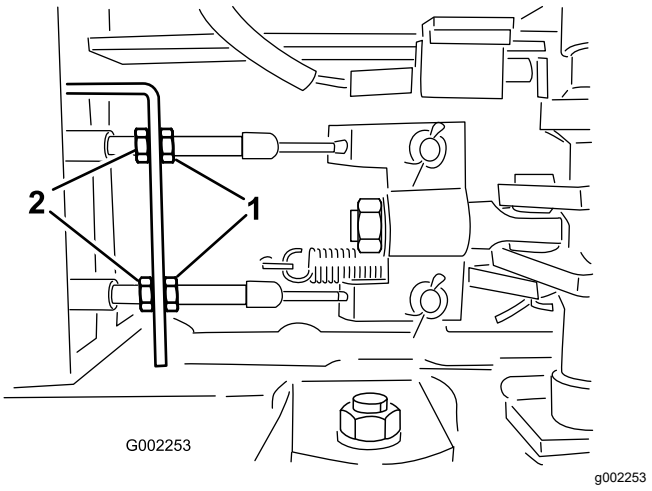

Bild 100
5. Lösen Sie die vorderen Klemmmuttern an den Bremskabel unter der Vorderseite des Sprühfahrzeugs (Bild 100).
6. Ziehen Sie die hinteren Klemmmuttern gleichmäßig an, bis das Spiel des Bremspedals 1-2 cm beträgt, bevor Sie einen Widerstand spüren (Bild 100).